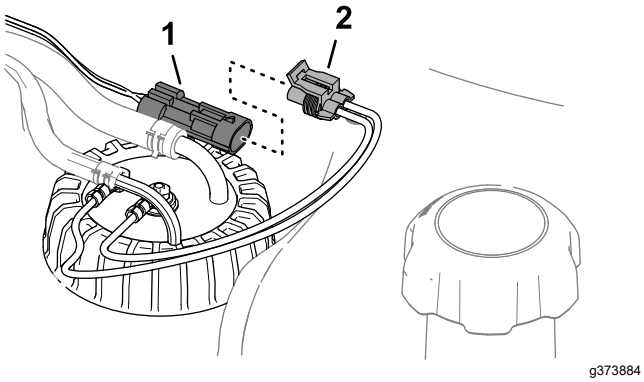

Figure 89
6. Plug the connector of the fuel-sender harness into the connector of the machine wire harness (Figure 89).